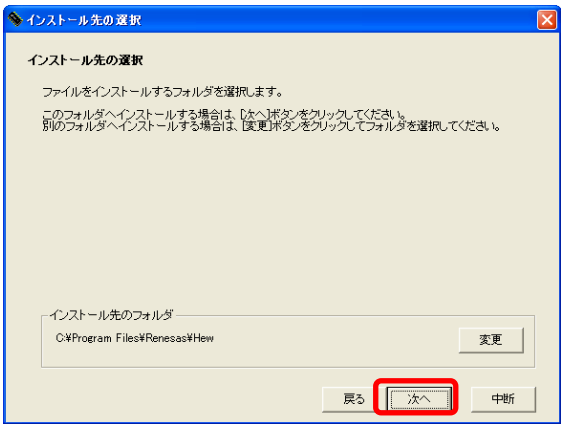

図 3.3 インストール先の選択
(4) 図 3.3の「インストール先の選択」ダイアログボックスが表示されます。インストール先のフォルダを変更する場合は、[変更]ボタンを押して指定してください。ファイルをインストールするフォルダを確認して[次へ]ボタンを押してください。本書ではデフォルトのインストール先フォルダを利用します。